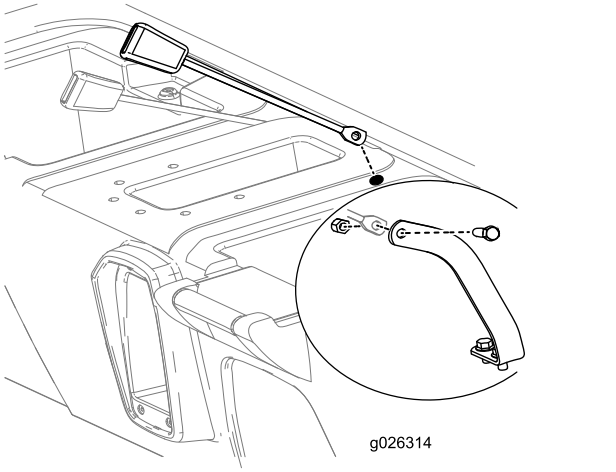

Figura 11
7. Insira a extremidade do recetor de cada conjunto de trinco de cinto de segurança num dos furos que realizou na base do banco (Figura 11).
8. Elevando a traseira da base do banco para obter acesso, monte a extremidade do recetor de cada conjunto de cinto de segurança em cada fixação de cinto de segurança com um parafuso (7/16 pol.) e porca de bloqueio (7/16 pol.) como se mostra na Figura 11.